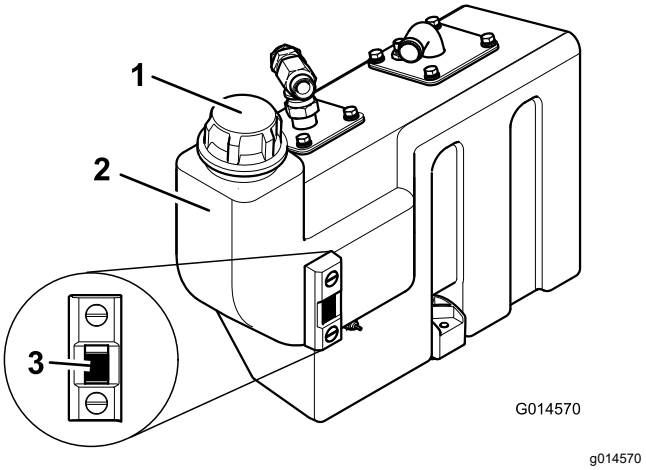

Figur 73
3. Hvis der er behov for mere hydraulikvæske, rengør da området omkring påfyldningsstudsen og hydrauliktankens dæksel (Figur 73), og fjern dækslet.